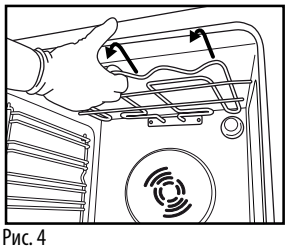
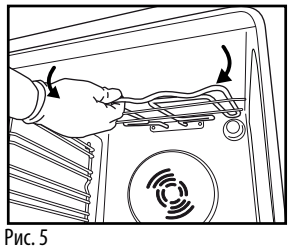

Рис. 4
Рис. 5
2. Трохи потягніть назовні нагрівний елемент (Рис. 4) та опустіть його (Рис. 5).